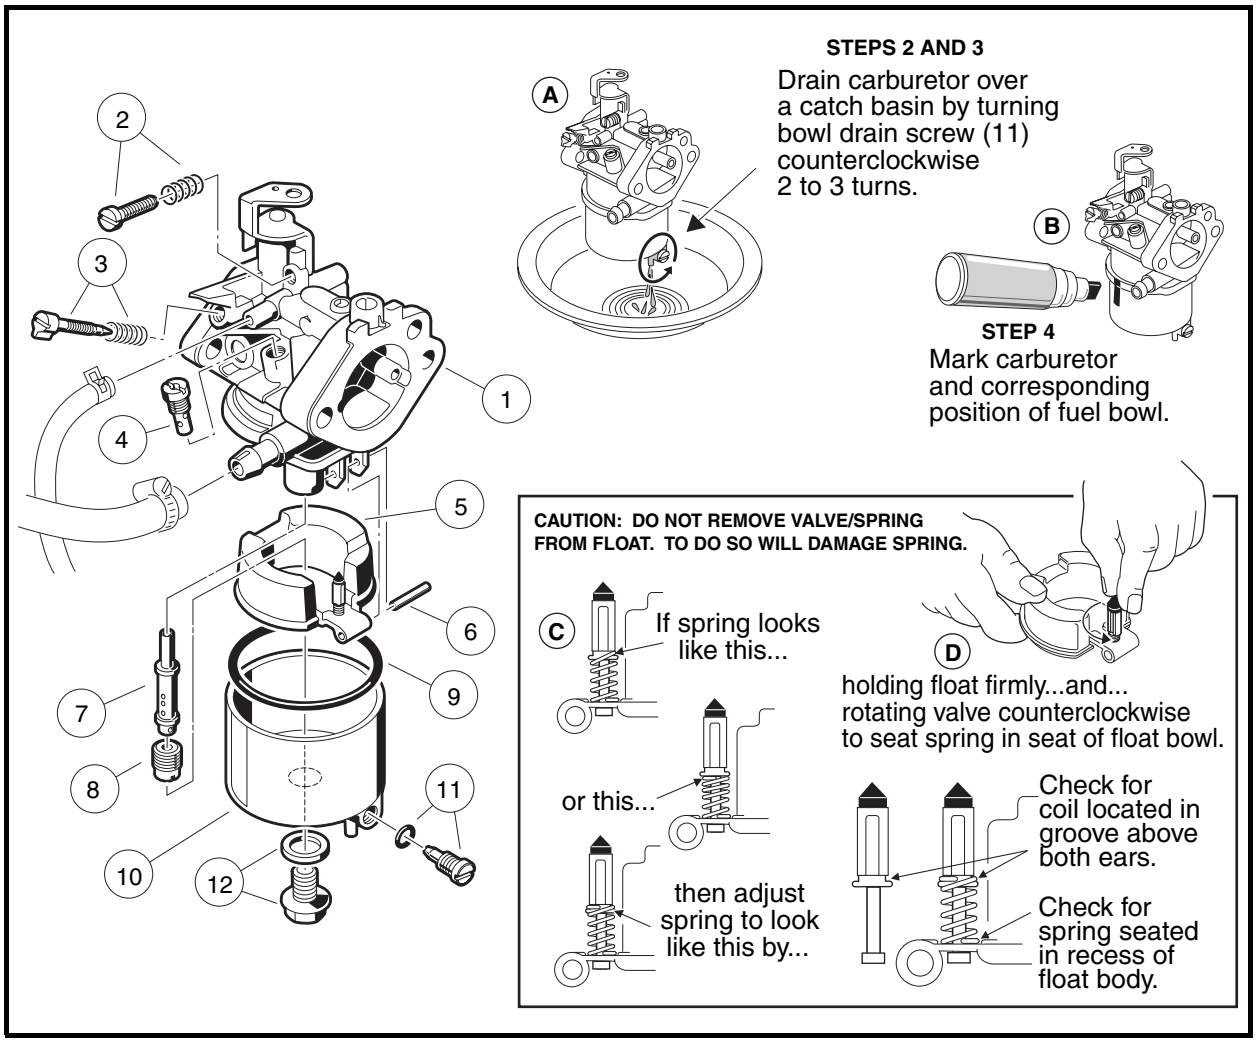

Figure 14-2 Changing the Main Jet
2. Position the carburetor with the drain screw (11) over a catch basin **(Figure 14-2, Page 14-4)**.
3. Turn the carburetor bowl drain screw counterclockwise two or three turns and drain all the fuel from the bowl into the catch basin **(Figure 14-2, Page 14-4)**. Tighten the drain screw to 10 in-lb (1.1 N·m). Return fuel to the fuel tank or dispose of properly.
4. Mark the body of the carburetor and the carburetor fuel bowl with an indelible ink marker so that, after removal, the bowl can be installed again in the same position **(Figure 14-2, Page 14-4)**.
5. Remove the carburetor fuel bowl retaining screw and washer (12), then remove the fuel bowl (10) and clean it with a nonflammable solvent **(Figure 14-2, Page 14-4)**. **See following NOTE.**
NOTE: *Make sure the fuel bowl gasket (9) remains properly seated in the carburetor body when the fuel bowl is removed* ***(Figure 14-2, Page 14-4)****.*
6. Remove the main jet (8) from the carburetor body and discard it **(Figure 14-2, Page 14-4)**.
NOTE: *Make sure the fuel nozzle (7) does not fall out of the carburetor body after removal of the main jet. This is best accomplished by positioning the carburetor upside down during main jet removal* ***(Figure 14-2, Page 14-4)****.*
NOTE: *Inspect the main jet nozzle (7), and pilot jet (4) to ensure they are free from contamination. Replace any part that is clogged with contamination. Replace the float if it is damaged, or if the float valve is damaged or worn. Examine the float valve/spring assembly to make sure the spring is installed correctly* ***(Figure 14-2, Page 14-4)****.*